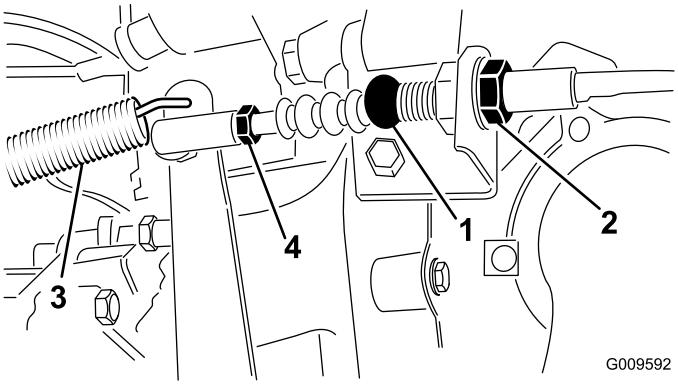

Figur 65
1. Løsn de kontramøtrikker, der fastgør koblingskablet til konsollen på klokkehuset (Figur 65).